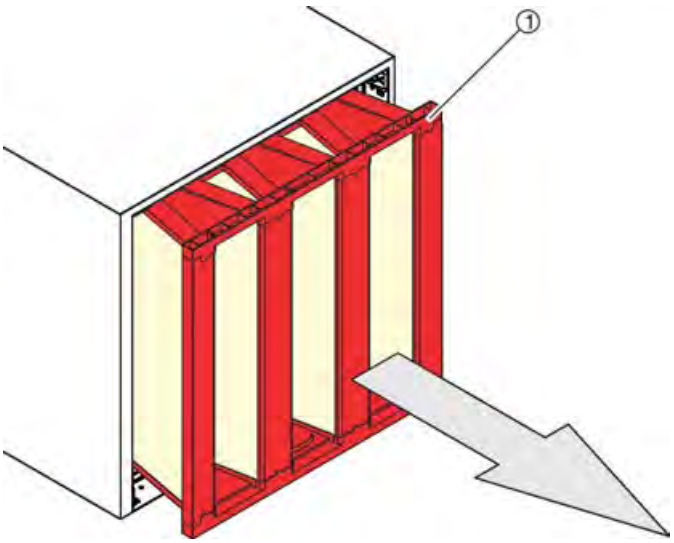

Fig. 20: Afmontering af filterelementet
4. Træk filterelementet ud (Fig. 20 / 1).